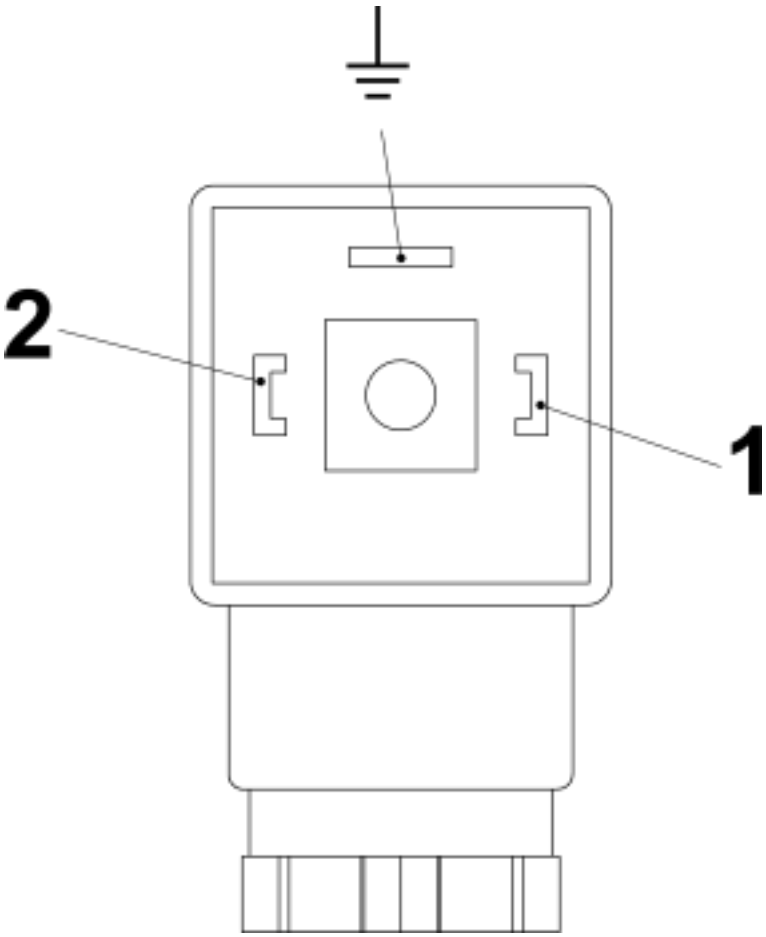
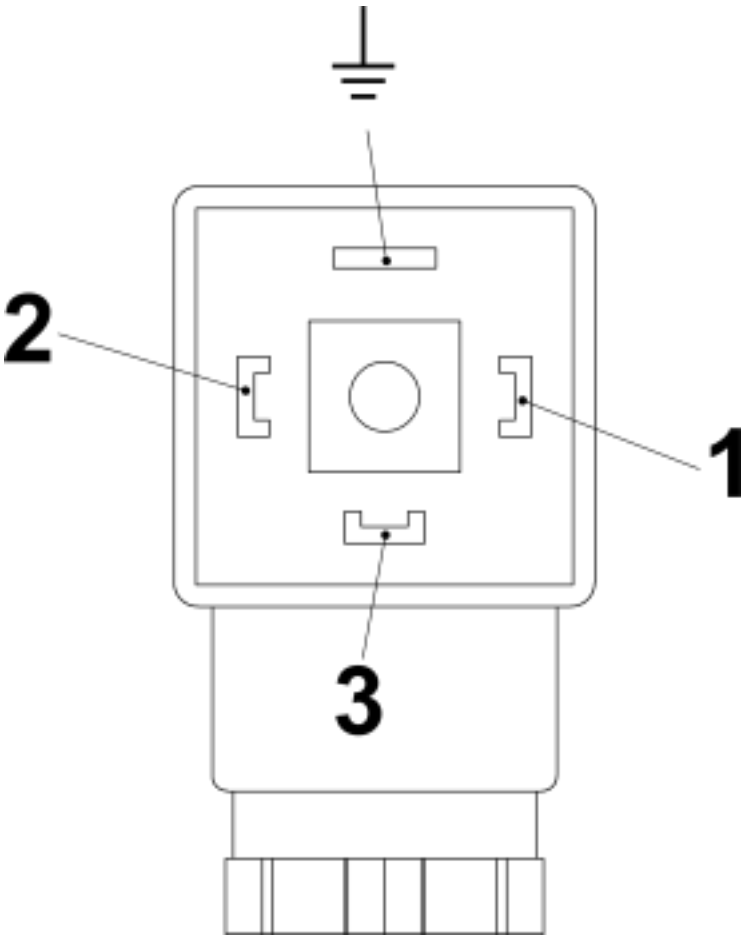

Fig. 30: Pin assignment, plug socket, normally-open contact (SG-30 with connector in compliance with EN175301-803)
Fig. 31: Pin assignment, plug socket, change-over contact (SG-30 with connector in compliance with EN175301-803)
6. Make the connections as shown in the connection diagrams (*Fig. 30* and *Fig. 31*)